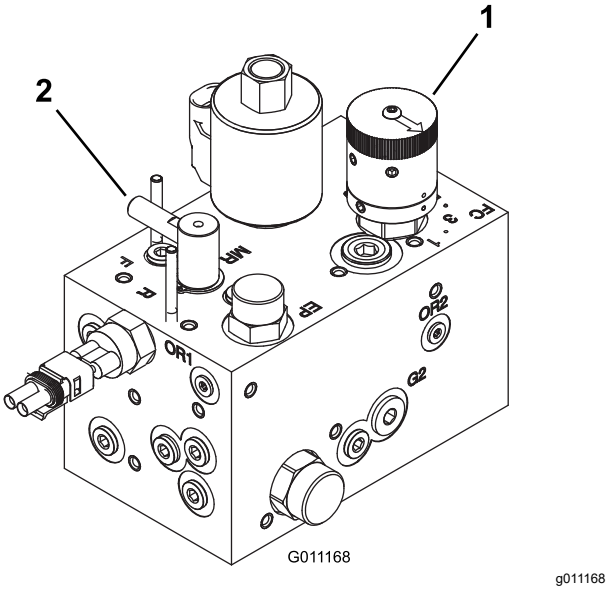

Figur 39
3. Vri kontrollknotten for spolehastigheten (Figur 39) til det spolehastighetsnummeret du fant i trinn 1.